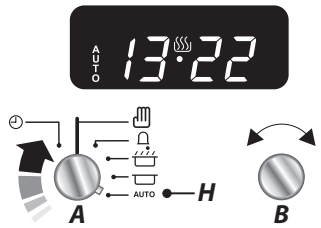

Abb.2.8
4. Sobald die vorgegebene Zeit abgelaufen ist, ertönt ein Signalton und der Multifunktionsofen schaltet ab. Das Kochsymbol auf dem Display verschwindet und die **'AUTO'**-Anzeige blinkt **(Abb.2.8)**.
5. Wenn Sie zurückkehren, drehen Sie den Einstellknopf Timer (A) in die Stellung Manuell (D), um den Kochvorgang manuell fortzuführen **(Abb.2.8)**.